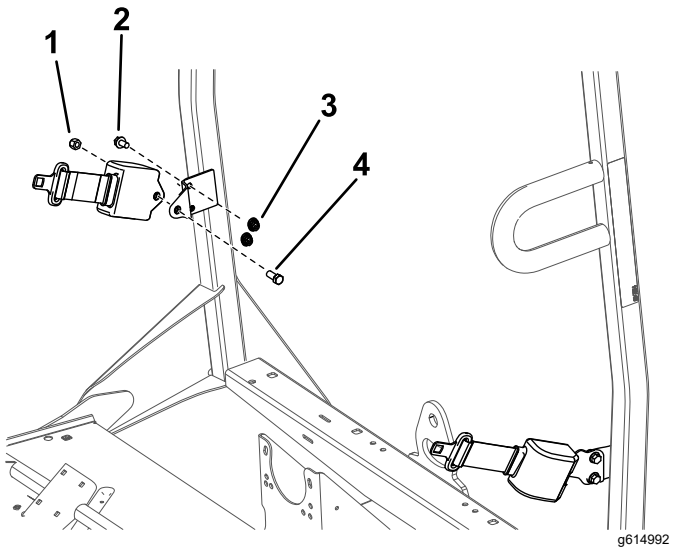

Figur 7
1. Monter en ankerbrakett for sikkerhetsbelte til utsiden av hver veltebeskyttelsestapp med to bolter (⅜ tomme) og to muttere (⅜ tomme) (se Figur 7).
2. Fest den inntrekkbare enden av hver sikkerhetsbelteenhet til hver sikkerhetsbelteankerbrakett med en bolt (7/16 tomme) og mutter (7/16 tomme) (Figur 7).